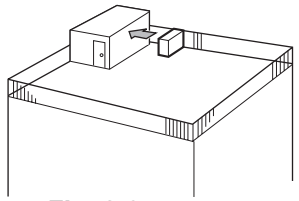

Fig. 2-3
① Positionner la sortie d'air vers le mur le plus proche et à environ 500 mm, 19-11/16 inch de celui-ci. (Fig. 2-3)
② Installer un guidage d'air et un guidage de sortie d'air en option si l'appareil a été placé à un endroit où les vents violents d'un typhon, etc. peuvent directement s' engouffrer dans la sortie d'air.